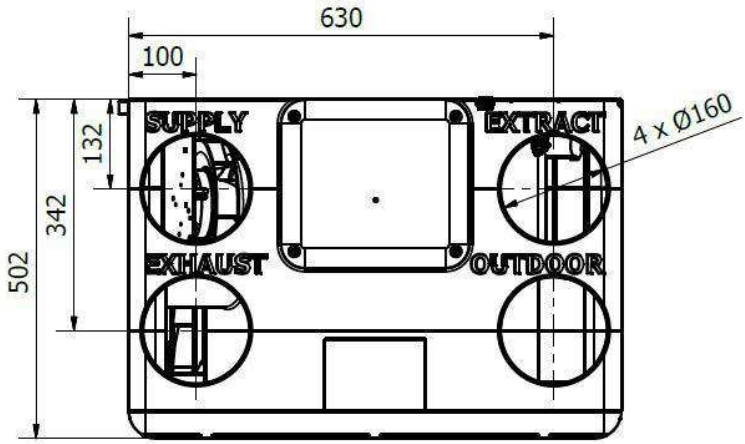

Rys. 20 - Wymiary otworów do montażu ściennego
1. Zwykle kanały podłącza się bezpośrednio do złączek Ø160 (rys. 20) Pomimo bardzo niskiego poziomu mocy dźwięku HRU-PremAIR w niektórych przypadkach zaleca się zainstalowanie dodatkowych tłumików (po stronie nawiewnej i wywiewnej) ażeby zapewnić wysoki poziom komfortu akustycznego. Opis połączeń: